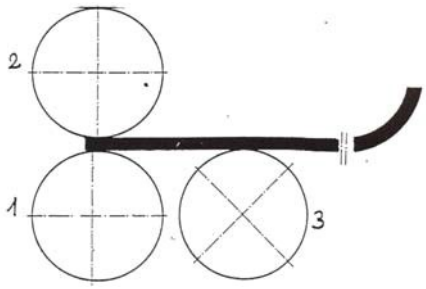

Imagen 3
- Gire la chapa 180º y colóquela tal y como se muestra en la imagen 3